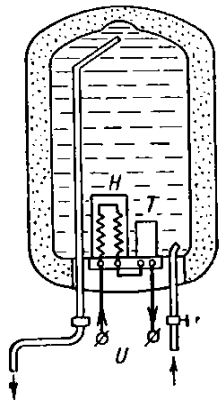

Рисунок 3 – Схема к задаче №18.
18. Бак с электроподогревом емкостью 100 л имеет нагреватель мощностью 1500 Вт. Вода нагревается с 15 до 90°С. К.п.д. нагревателя 90%. Сколько времени будет нагреваться вода, пока нагреватель Н не отключится термостатом Т? Какое сопротивление имеет нагреватель, если напряжение сети 220 В (рис. 3)?